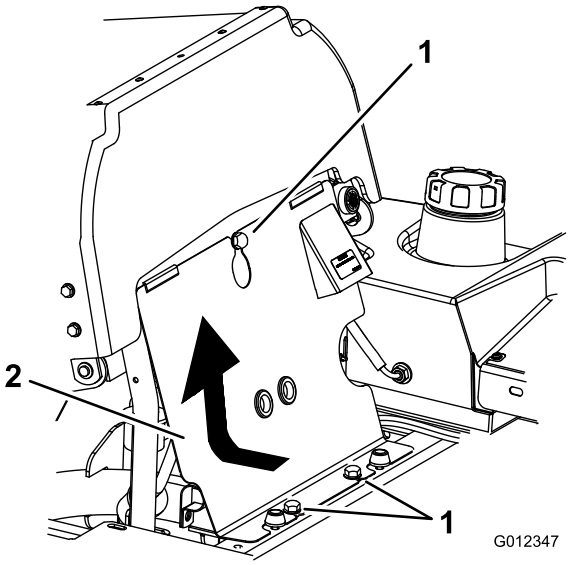

Figur 48
1. Vip sædet frem, løsn boltene, og fjern motorens frontpanel (Figur 48).